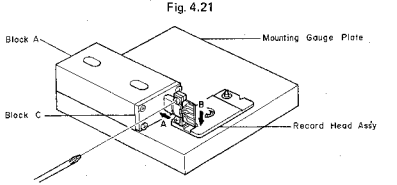

Fig. 4.22
(5) Remove the Block B from the Mounting Gauge Plate.
(6) As shown in Fig. 4.22, mount the R-8L record head assembly onto the Mounting Gauge Plate, then check the location of the R-8L record head surface. (If record head contacts to the Block C, loosen 2 pcs. of screws that assembled record head and R-8L record head assembly, then place the R-8L record head assembly onto the Plate.)
(7) Remove the R-8L record head assembly from the Mounting Gauge Plate.
(8) Readjustment of Record Head Mounting Gauge M-9048 (DA09048A)
(9) Remove the Block B from the Mounting Gauge Plate.
(10) Mount the R-8L record head assembly onto the Mounting Gauge Plate.
(11) As shown in the Fig. 4.22, loosen the R-8L record head with 2 pcs. of screws onto the record head plate. As the location of the Block A is secured by the item (8)-(c), push the record head to the directions A and B, then tighten 2 pcs. of screws.
(12) Check to insure freedom from gap between the Block C and record head surface, then tighten the 2 pcs. of screws on the record head plate with lock tight paint.
(13) Assemble the record head assembly to the head mount base assembly.
(14) Assemble the head mount base assembly to the mechanism assembly.
(15) Check the record head stroke.